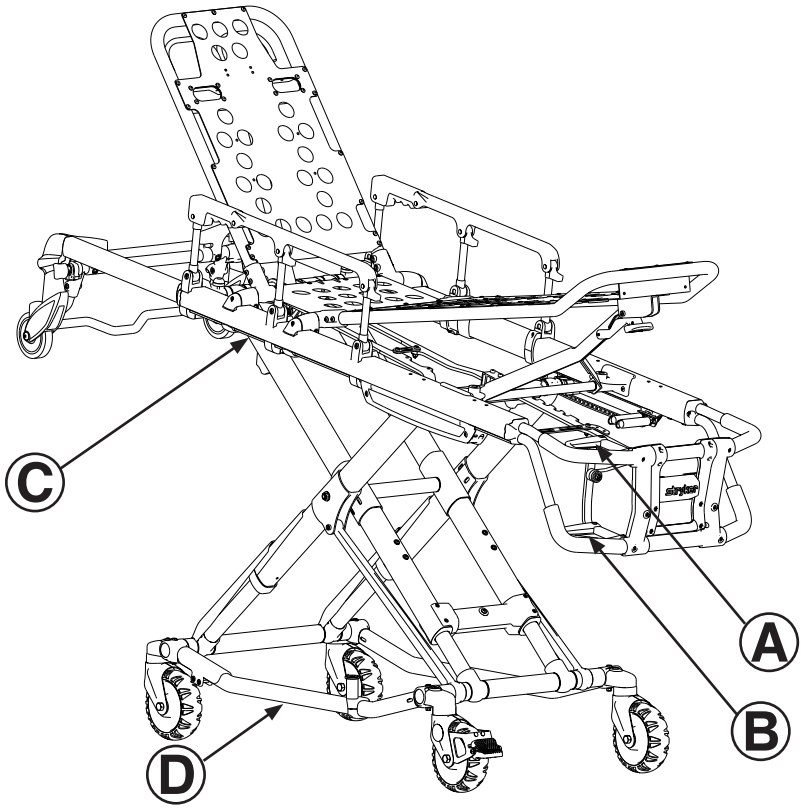

Figura 13
1. L'operatore al lato piedi della barella preme la maniglia di rilascio (A o B) mantenendo una salda presa sulle barre di sollevamento (vedere Figura 13).
2. L'operatore alla destra o alla sinistra del paziente (a seconda della posizione della maniglia di rilascio) raggiunge la maniglia di rilascio al centro del piano rete (C). Entrambi gli operatori devono alzare la barella fino a sollevare il carico dal meccanismo di fermo (circa 6,35 mm) (vedere Figura 13).
4. **Operatore 1** – Afferrare il telaio della barella in corrispondenza del lato piedi. Sollevare l'estremità piedi della barella fino a quando il suo peso non grava più sul meccanismo di chiusura. Premere e tenere premuta la maniglia di rilascio (A o B, come mostrato in Figura 13 in pagina 5-26).